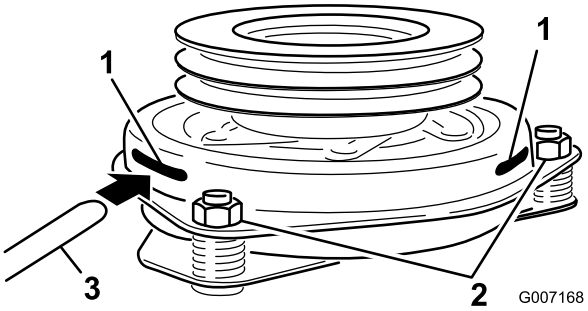

Figur 66
8. För in ett bladmått på 0,381–0,533 mm genom ett av inspektionshålen på sidan av enheten. Se till att bladmåttet förs in mellan beslaget och rotorns friktionsytor (Figur 66).
9. Dra åt låsmuttrarna tills du känner ett motstånd i bladmåttet, men ändå kan röra det inom luftgapet utan problem (Figur 66).